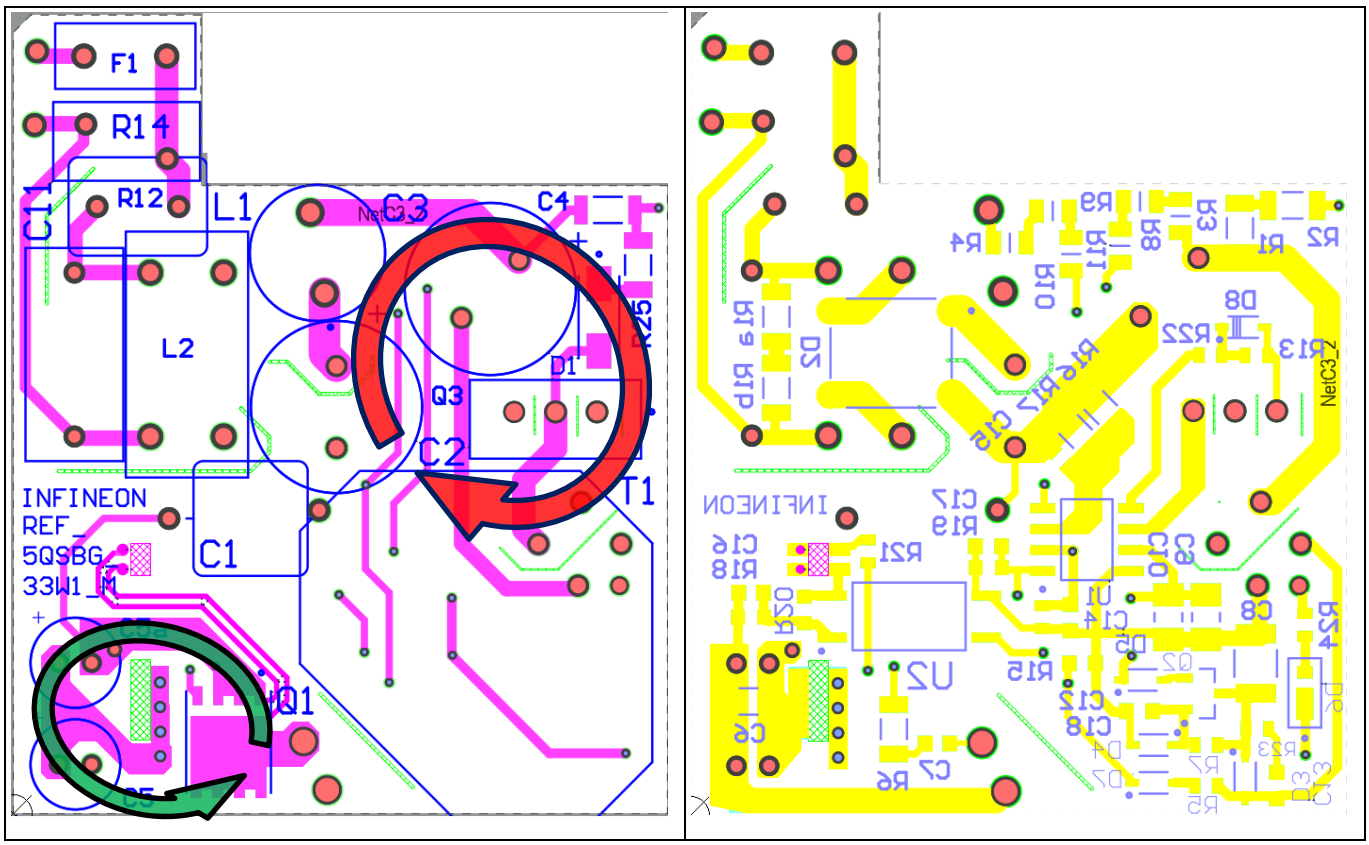

Figure 7 PCB layout tips
- The switching power loop needs to be as small as possible (see **Figure 7**). There are two power loops in the reference design: one on the primary side and one on the secondary side. The primary-side loop starts from the bulk capacitor (C2/C3) positive terminal, primary transformer winding, primary MOSFET Q3, QR controller, CS resistors and back to the C4 negative terminal. The secondary-side loop starts at the secondary transformer winding, output capacitor C5/C5a, SR MOSFET Q1 and T1.